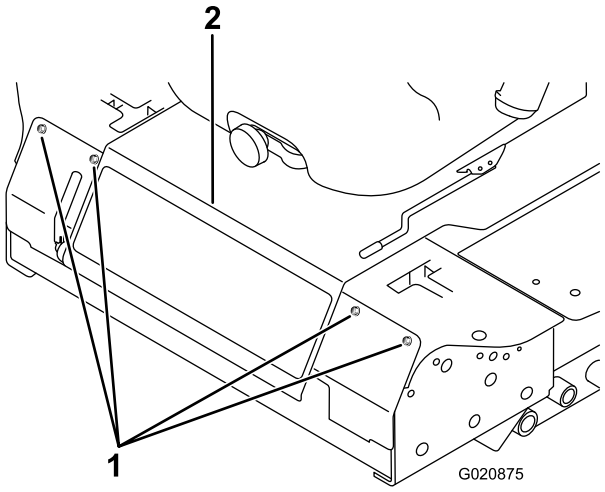

Figur 55
3. Fjern boltene til frontpanelet og fjern panelet (Figur 55).